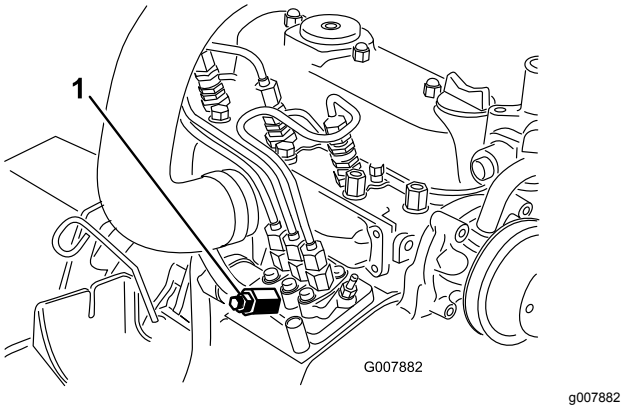

Figur 37
3. Placer en klud under udluftningsskruen på brændstofindsprøjtningspumpen, og åbn skruen (Figur 37).